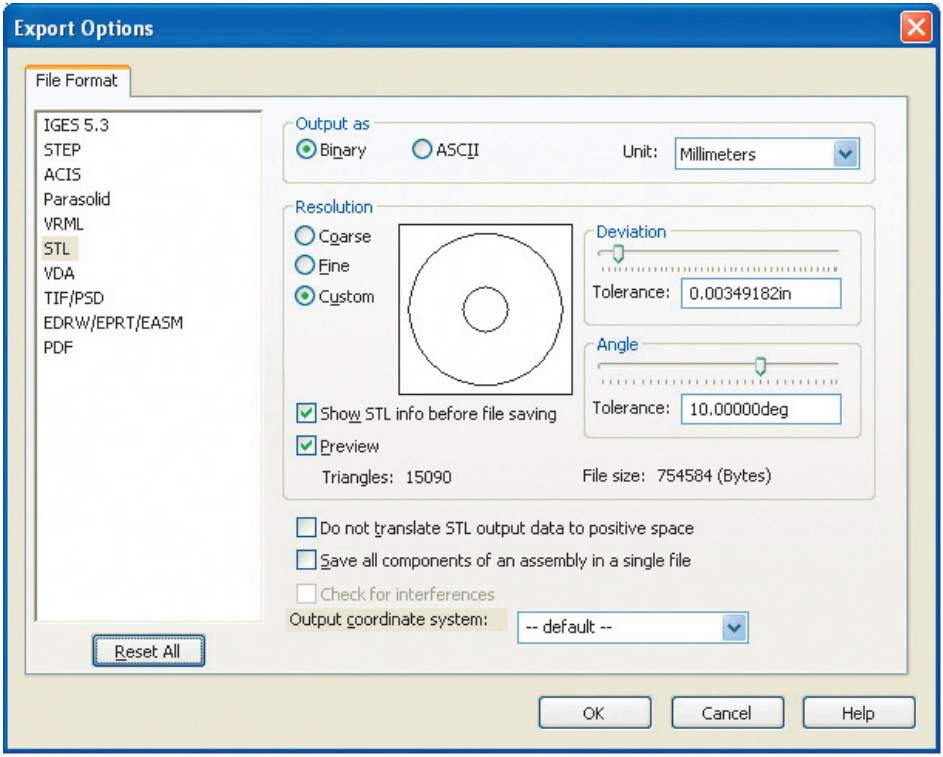

Figure 5: Export Options dialog box
4. In the *Export Options* dialog box (see Figure 5), in the *Output as* section, select **Binary**. (The resulting file size will be smaller than if saved as "ASCII.")